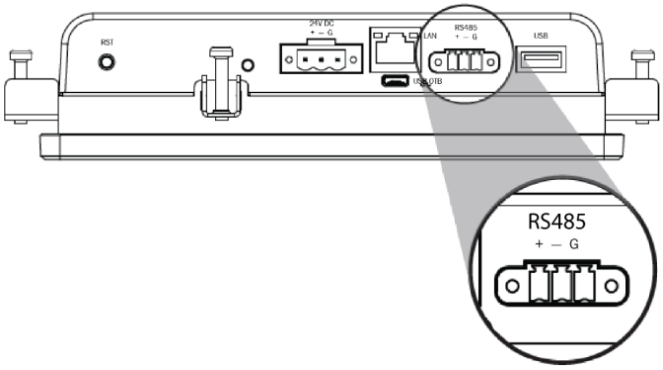

Fig. 10 — Wiring TruVu™ ET Display to Rnet Communication Port
2. Wire the TruVu™ ET display's **RS485** connector to the controller's **Rnet** port, **G** to **Gnd**, + to **Rnet+**, – to **Rnet–** using 2-conductor 22 AWG wire with a maximum distance of 500 ft (152 m). See Fig. 10.